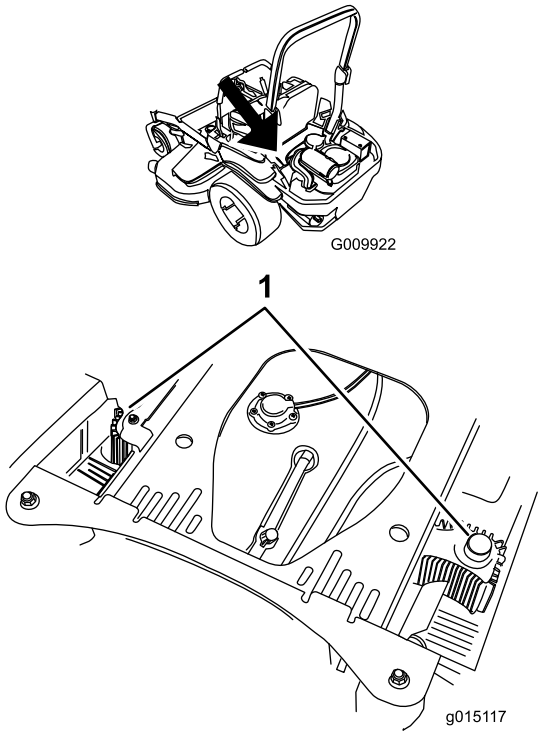

**Figure 70**
4. Clean the debris and grass from the hydraulic units (Figure 70).